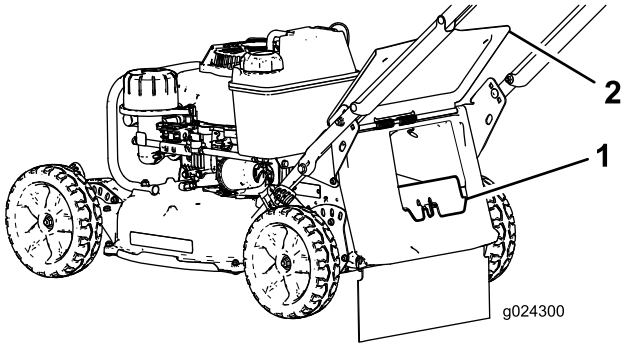

**Rysunek 16**
tunelu wyrzutu w taki sposób, aby zatrzask zablokował się (Rysunek 16).
3. Zdemontuj zaślepkę wyrzutu do tyłu, popychając kciukiem zatrzask w dół i wyciągając zaślepkę z maszyny (Rysunek 16).